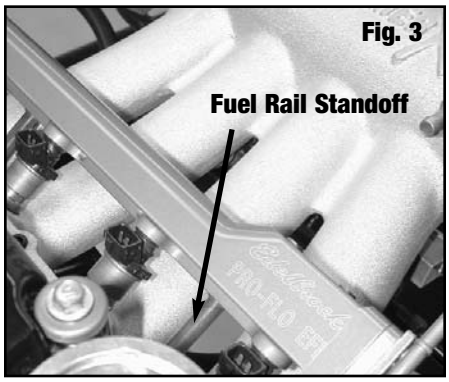

Fig. 3
5. Using a light coat of lubricant on the stock fuel injector o-rings and if applicable, fuel injector insulators, insert them back into the intake manifold. Carefully press the now assembled fuel rail with the fuel injectors into the intake manifold and secure with the factory hardware ***(See Fig. 3)***. (Fuel rails machined for Bosch-style injectors will require the use of the supplied fuel rail spacers. On fuel rail part #4797, install the spacers under the fuel rail. On part #4799, remove the fuel rail standoffs, and re-assemble with the M-8 spacers under the fuel rail standoffs, and the M-5 spacers under the fuel rail.